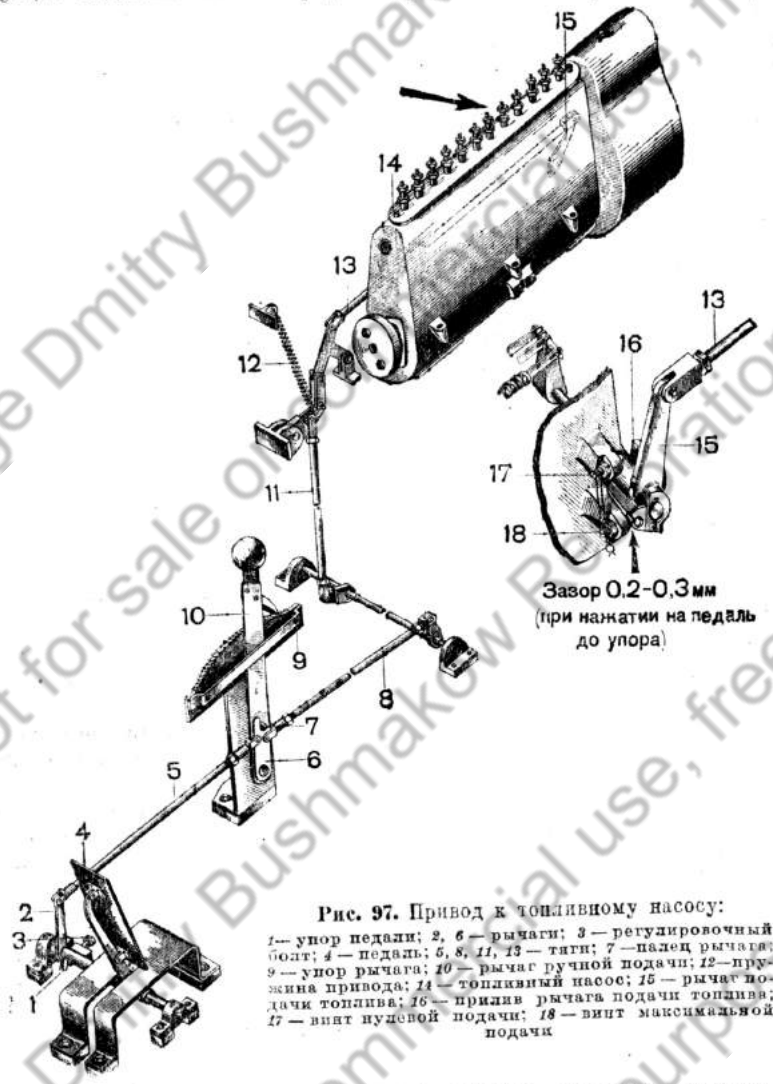

Рис. 97. Привод к топливному насосу:
Привод предназначается для изменения количества подаваемого в цилиндры мотора топлива. Он состоит из ножной педали *1* (рис. 97), рычага ручной подачи *10*, пружины *12*, тяг *5*, *8*, *11* и *13*, системы рычагов и переводных валиков.
1. Отрегулировать длину тяги 8 (рис. 97) так, чтобы между рычагом ручной подачи *10* и упором *9* был зазор 4—6 мм и чтобы прилив *16* рычага *15* упирался в верхний винт *17* на корпусе регулятора насоса.